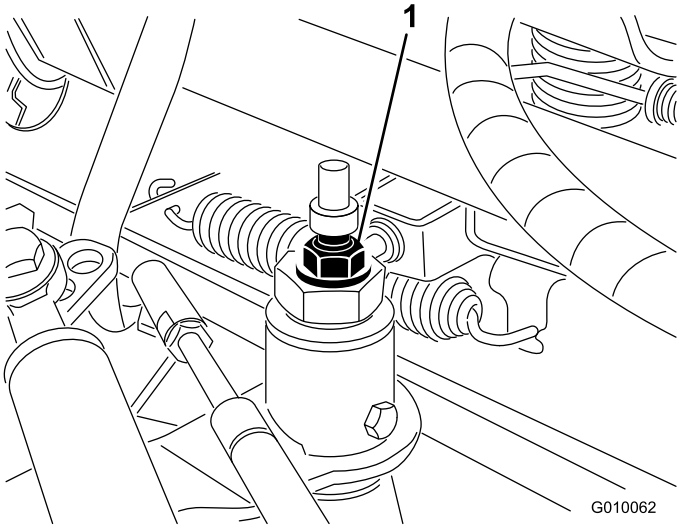

Figuur 54
3. Draai de borgmoer op de afstelnok van de tractie los (Figuur 54).